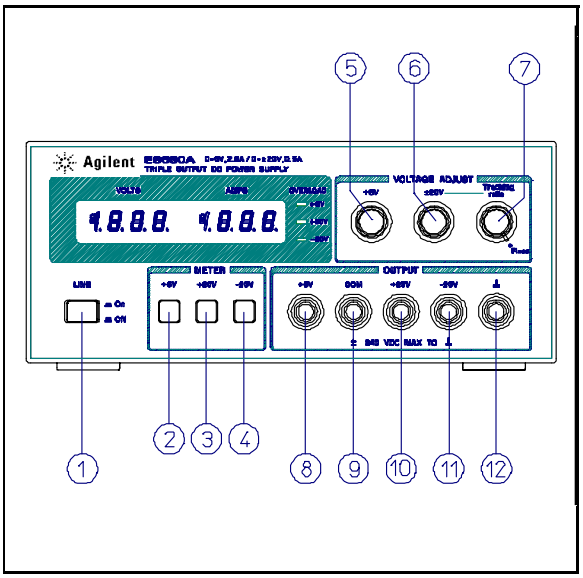

Figure 2. Front-Panel Controls and Indicators
The following steps describe the use of the front panel controls and indicators illustrated in Figure 2 and serve as a brief check that the supply is operational. Follow this checkout procedure or the more detailed performance test of service information section when the instrument is received and before it is connected to any load equipment.
This power supply can be operated individually or in parallel or series with another supply (see Parallel and Series Operation paragraphs). All output terminals are isolated from ground. The ±20V and +6V outputs use a single common output terminal. This common (COM) terminal or any one of the other output terminals may be grounded to the chassis at the front panel ground terminal ((12) in Figure 2), or all outputs may be left floating. Loads can be connected separately between each of the 0 to ±20V output terminals and the COM terminal, or between the -20V and the +20V terminals for a 0 to 40V output. Each output voltage or current can be quickly selected for monitoring with the push-button meter switches. To monitor the 0 to 40V output voltage, add the voltmeter readings of the +20V and -20V output and use either the +20V or the -20V meter to measure the current.